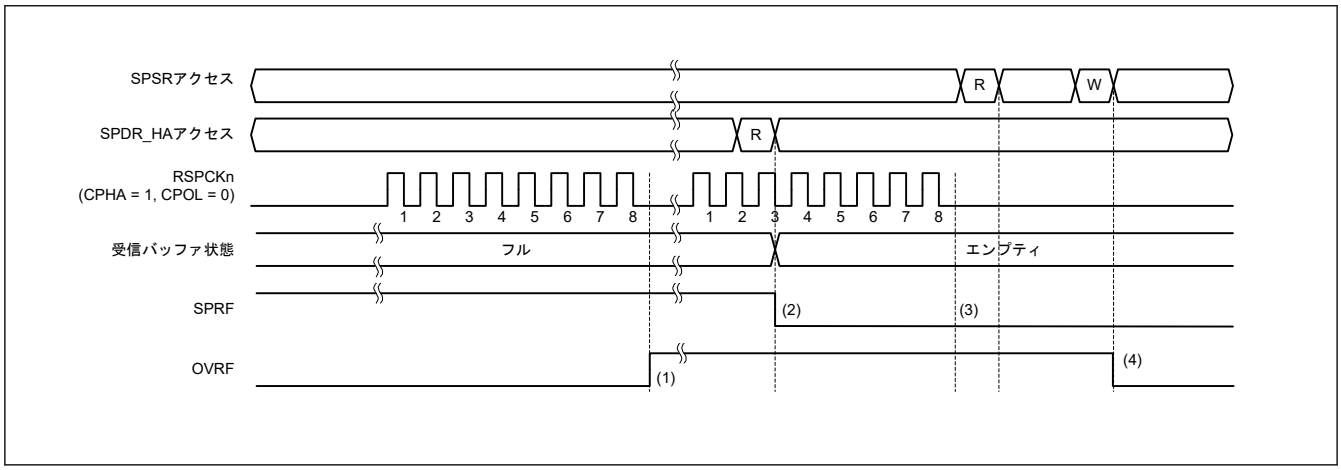

図 30.37　OVRF フラグおよび SPRF フラグの動作例
図 30.37 に、SPSR.OVRF フラグと SPRF フラグの動作例を示します。図 30.37 に記載した SPSR アクセスと SPDR_HA アクセスは、それぞれ SPSR、SPDR_HA レジスタへのアクセス状況を示しています。W は書き込みサイクル、R は読み出しサイクルを示しています。この例では、SPCMDm.CPHA ビットが 1、SPCMDm.CPOL ビットが 0 の設定で、SPI が 8 ビットのシリアル転送を実行しています。RSPCKn 波形の下に記載した数字は、RSPCK サイクル数（= 転送ビット数）を示しています。
以下に、図 30.37 の (1)～(4) に示したタイミングでのフラグの動作内容を説明します。